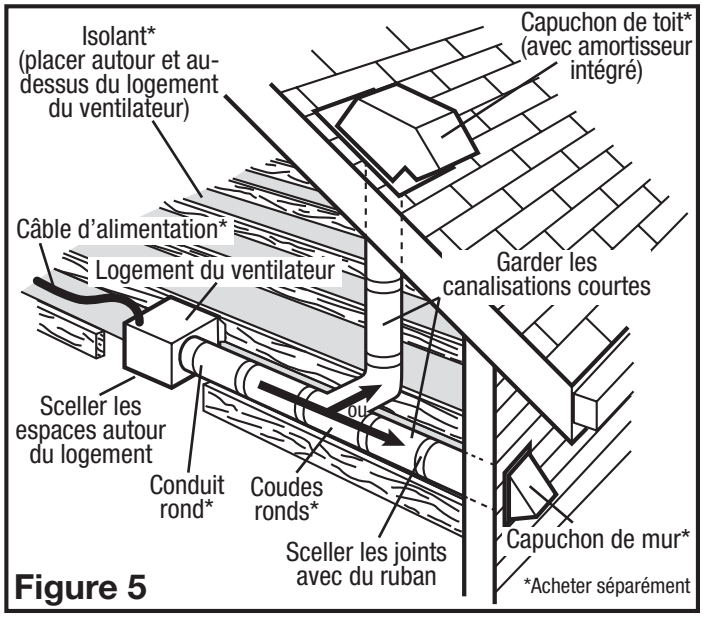

Figure 5
2. Assurez-vous que les joints des conduits et les pénétrations extérieures sont scellés avec du mastic ou tout autre matériau similaire pour créer un passage d'air étanche afin de minimiser la perte ou le gain de chaleur et réduire le risque de condensation. Placez / enveloppez l'isolant autour du conduit et / ou ventilateur afin de minimiser la possibilité d'accumulation de condensation à l'intérieur du conduit, ainsi que la perte ou le gain de chaleur **(Figure 5).**